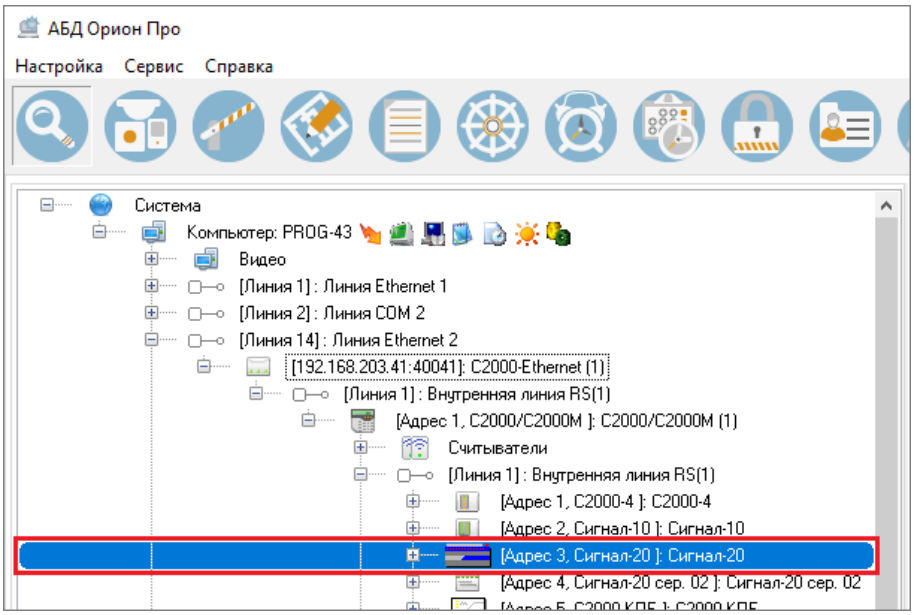

Рисунок 6-32 Выделение выбранного в результатах поиска элемента
4) В результате в дереве объектов будет выделен выбранный элемент (см. Рисунок 6-32).